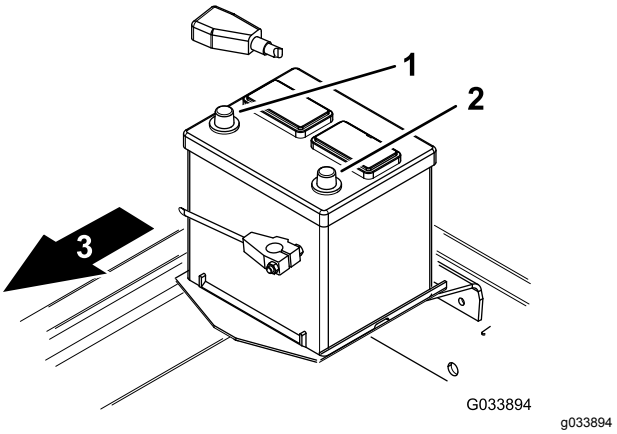

Figur 11
2. Monter batteriets pluskabel (rødt) på pluspolen (+), og skyd gummikappen over pluspolen (Figur 11).
3. Monter batteriets minuskabel (sort) på batteriets minuspol (-) (Figur 11).